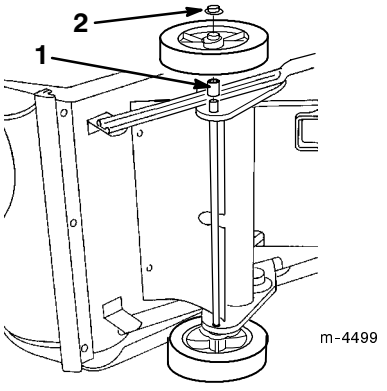

**Figur 3**
6. Trä på den **korta** distansbrickan och ett hjul på vänster axelände (figur 3).